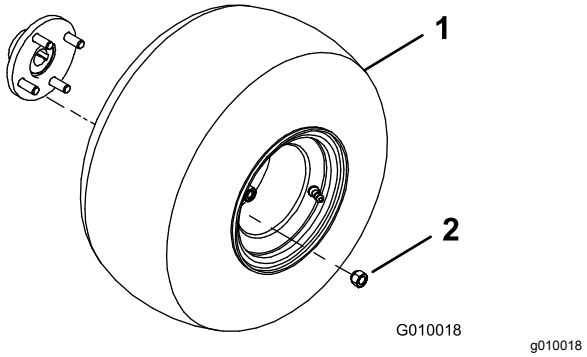

Figur 3
2. Montera hjulen på de bakre hjulnaven (Figur 3).
3. Montera hjulmuttrarna (Figur 3) och dra åt dem till 61–75 N·m.